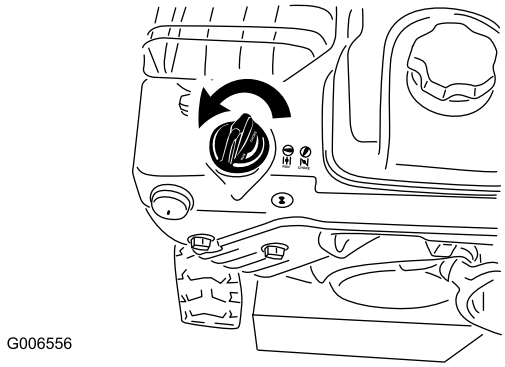

Figur 28
5. Drei choken til Choke-stilling (Figur 28).